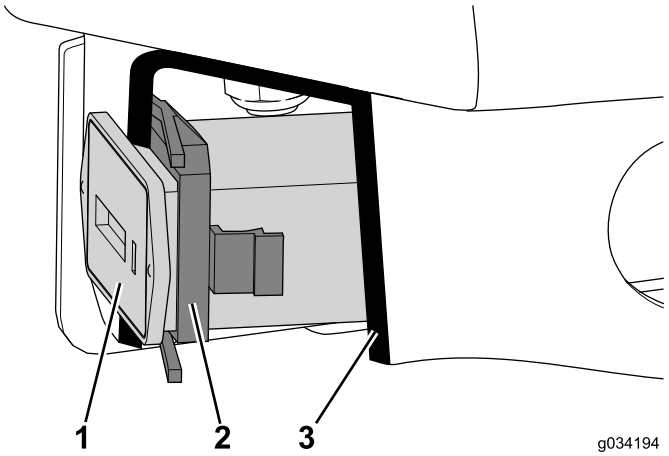

Figura 26
1. Introduzca el contador de horas a presión en el hueco y sujételo con el dispositivo de retención (Figura 26).